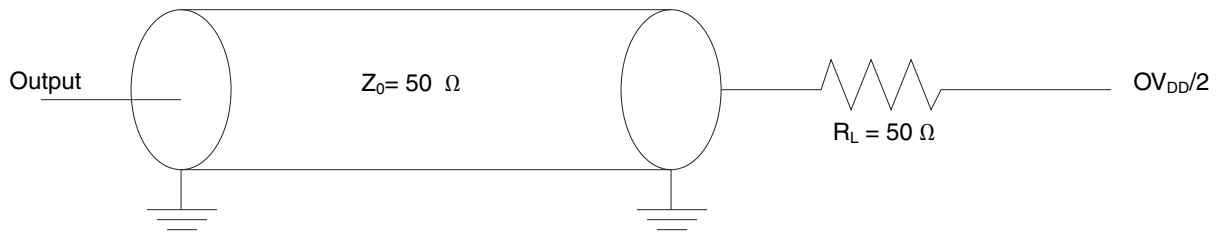
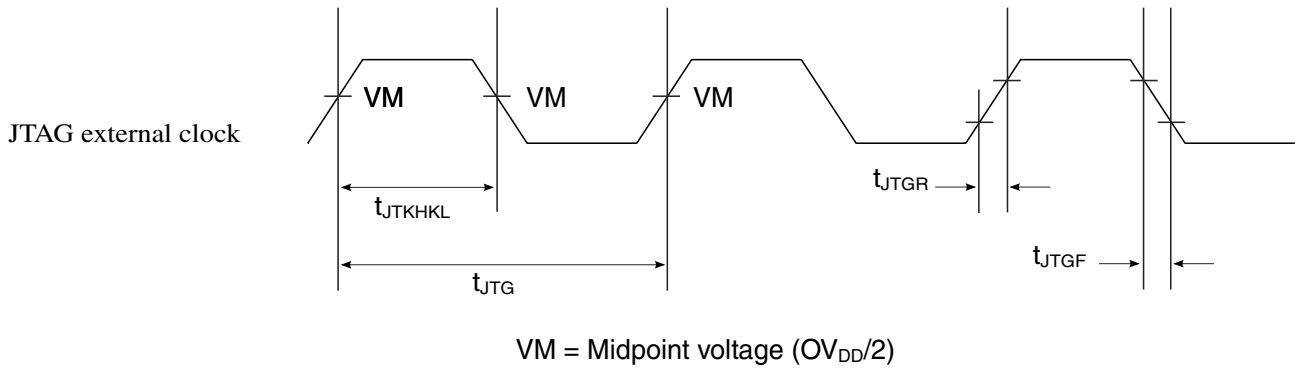
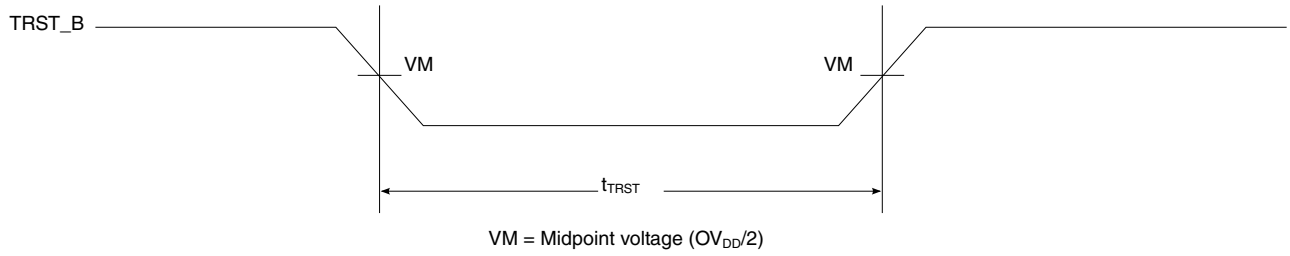
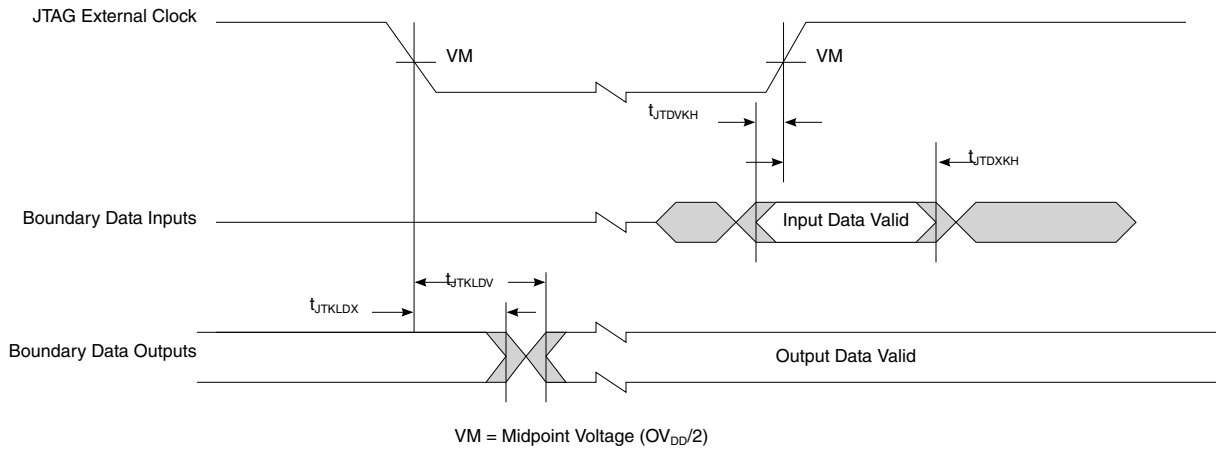

Figure 54. AC test load for the JTAG interface
Figure 55. JTAG clock input timing diagram
Figure 56. TRST_B timing diagram
Figure 57. Boundary-scan timing diagram
This table provides the JTAG AC timing specifications as defined in Figure 54. on page 164, Figure 55. on page 165, Figure 56. on page 165, and Figure 57. on page 165.
3. The symbols used for timing specifications follow these patterns: t(first two letters of functional block)(signal)(state)(reference)(state) for inputs and t(first two letters of functional block)(reference)(state)(signal)(state) for outputs. For example, t_{JTDVKH} symbolizes JTAG device timing (JT) with respect to the time data input signals (D) reaching the valid state (V) relative to the tJTG clock reference (K) going to the high (H) state or setup time. Also, tJTDXKH symbolizes JTAG timing (JT) with respect to the time data input signals (D) reaching the invalid state (X) relative to the tJTG clock reference (K) going to the high (H) state. Note that, in general, the clock reference symbol representation is based on three letters representing the clock of a particular function. For rise and fall times, the latter convention is used with the appropriate letter: R (rise) or F (fall).
4. See Figure 54. on page 164.
5. See Figure 55. on page 165.
6. See Figure 56. on page 165.
7. See Figure 57. on page 165.